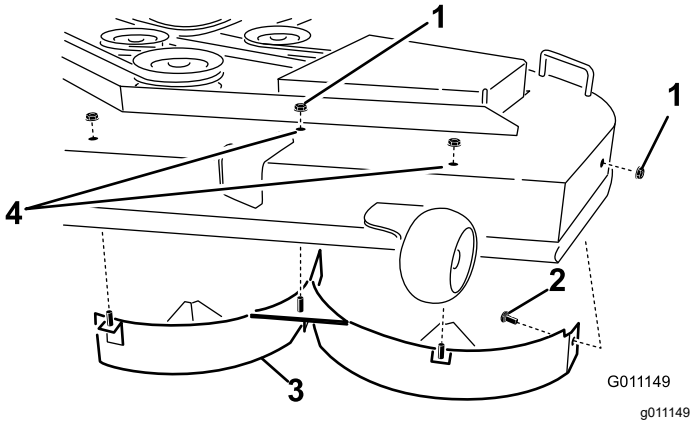

Figur 17
4. Fjern de tre låsemutterne (5/16 tomme) som er festet til de sveisede tappene på den venstre skjermen oppå klippeenheten i midtre, til venstre for midtre og venstre stilling (Figur 17).
5. Fjern låseskruen og låsemutteren på sideveggen av gressklipperen som fester den venstre skjermen til klippeenheten (Figur 17).
6. Fjern den venstre skjermen fra klippeenheten (Figur 17).
7. Finn de to boltene i monteringssettet og bruk de eksisterende låsemutterne til å montere disse festene i hullene som vist i Figur 17 på klippeenheten, for å forhindre at rusk slynges ut.